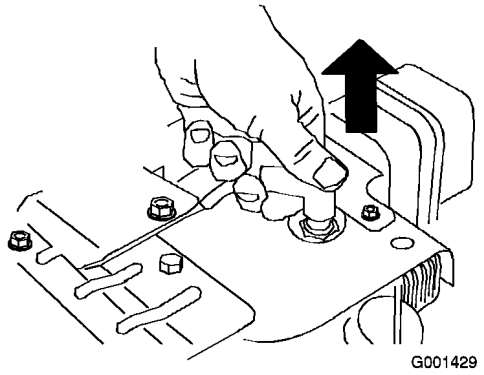

Figur 33
3. Koble fra tennpluggledningen (Figur 33).